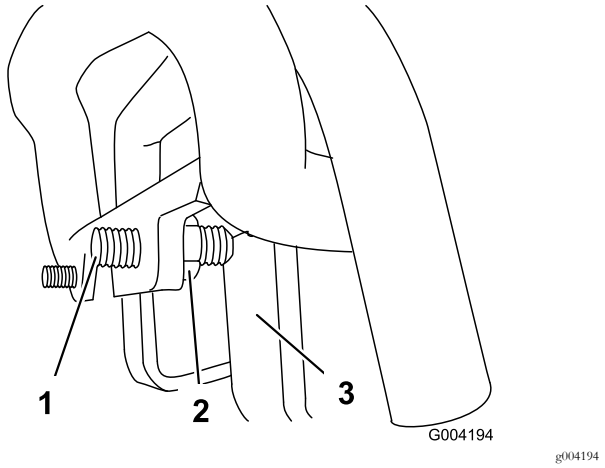

**Rysunek 58**
3. Jeżeli maszyna skręca **w lewo**, poluzuj **prawą** przeciwnakrętkę i skoryguj położenie śruby regulacyjnej z przodu dźwigni sterującej zespołem jezdnym (Rysunek 58).
4. Jeżeli maszyna skręca **w prawo**, poluzuj **prawą** przeciwnakrętkę i skoryguj położenie śruby regulacyjnej z przodu dźwigni sterującej zespołem jezdnym (Rysunek 58).